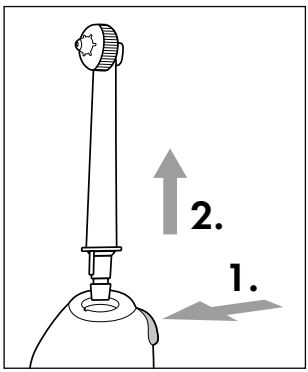

Abb.3
- Zum Abnehmen der Aufsteckdüse ❷ drücken Sie den Entriegelungsknopf ❿ am Handteil ❹ und ziehen Sie dann die Aufsteckdüse ❷ vom Handteil ❹ ab (siehe Abb. 3).